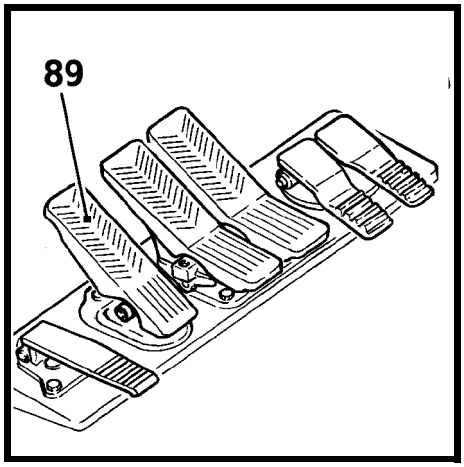

Fig. 49
This pedal (Fig. 49, pos. 89) can be actuated progressively while working, this allowing a more sensitive deceleration or positioning of the uppercarriage (necessary as an example when working on a slope, lifting loads, …).